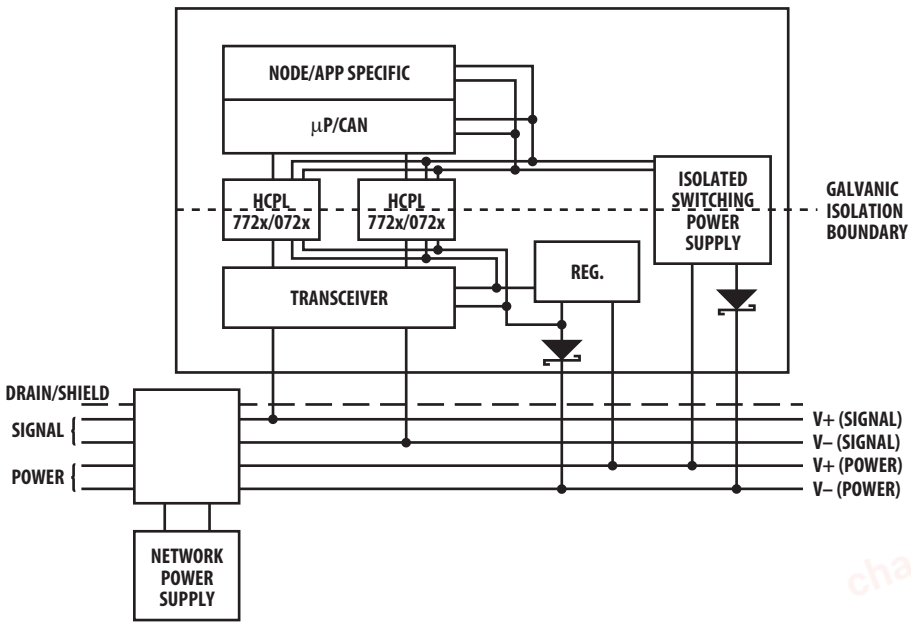
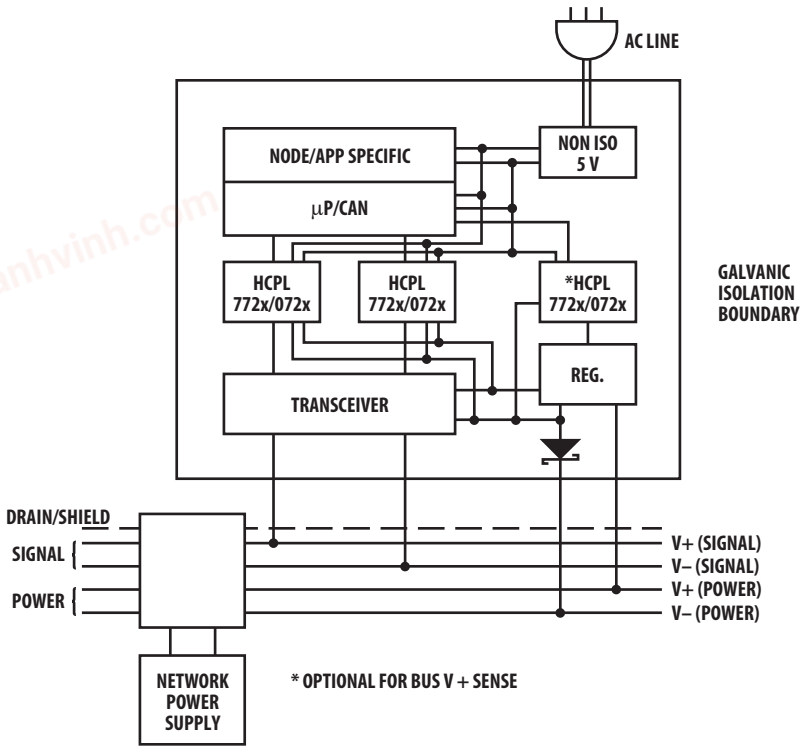
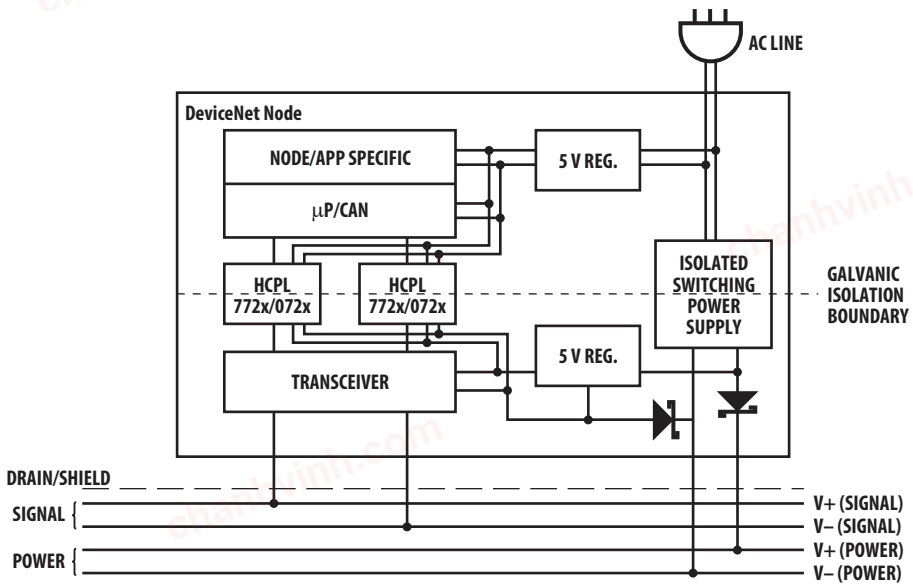

Figure 18. Isolated node powered by the network.
Figure 19. Isolated node with transceiver powered by the network.
Figure 20. Isolated node providing power to the network.
With transmission rates up to 1 Mbit/s, both DeviceNet and SDS are based upon the same broadcast-oriented, communications protocol — the Controller Area Network (CAN). Three types of isolated nodes are recommended for use on these networks: Isolated Node Powered by the Network (Figure 18), Isolated Node with Transceiver Powered by the Network (Figure 19), and Isolated Node Providing Power to the Network (Figure 20).
This type of node is very flexible and as can be seen in Figure 18, is regarded as "isolated" because not all of its components have the same ground reference. Yet, all components are still powered by the network. This node contains two regulators: one is isolated and powers the CAN controller, node-specific application and isolated (node) side of the two optocouplers while the other is non-isolated. The non-isolated regulator supplies the transceiver and the non-isolated (network) half of the two optocouplers.
Figure 19 shows a node powered by both the network and another source. In this case, the transceiver and isolated (network) side of the two optocouplers are powered by the network. The rest of the node is powered by the AC line which is very beneficial when an application requires a significant amount of power. This method is also desirable as it does not heavily load the network.
It is suggested that the Bus V+ sense block shown in Figure 19 be implemented. A locally powered node with an un-powered isolated Physical Layer will accumulate errors and become bus-off if it attempts to transmit. The Bus V+ sense signal would be used to change the BOI attribute of the DeviceNet Object to the "auto-reset" (01) value. Refer to Volume 1, Section 5.5.3. This would cause the node to continually reset until bus power was detected. Once power was detected, the BOI attribute would be returned to the "hold in bus-off" (00) value. The BOI attribute should not be left in the "auto-reset" (01) value since this defeats the jabber protection capability of the CAN error confinement. Any inexpensive low frequency optical isolator can be used to implement this feature.
Figure 20 shows a node providing power to the network. The AC line powers a regulator which provides 5 V locally. The AC line also powers a 24 V isolated supply, which powers the network, and another 5 V regulator, which, in turn, powers the transceiver and isolated (network) side of the two optocouplers. This method is recommended when there is a limited number of devices on the network, which do not require much power, thus eliminating the need for separate power supplies.